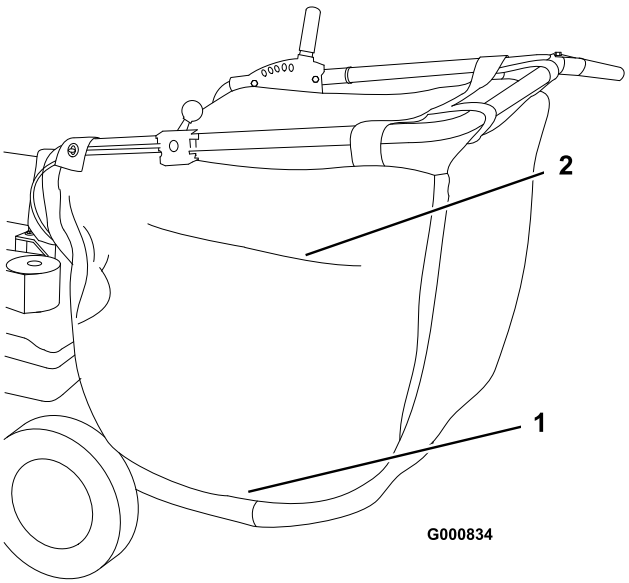

Figuur 19
3. Maak de ritssluiting op de zijkant van de zak open en stort de zak leeg (Figuur 19).
De zak heeft een ventilatie-opening met ritssluiting (Figuur 19). Als u zuigt in een stofvrij gebied, moet de ventilatie-opening op de zijkant open staan zodat de lucht onbelemmerd kan circuleren. Als u zuigt in een stoffig gebied, moet u de ventilatie-opening sluiten.